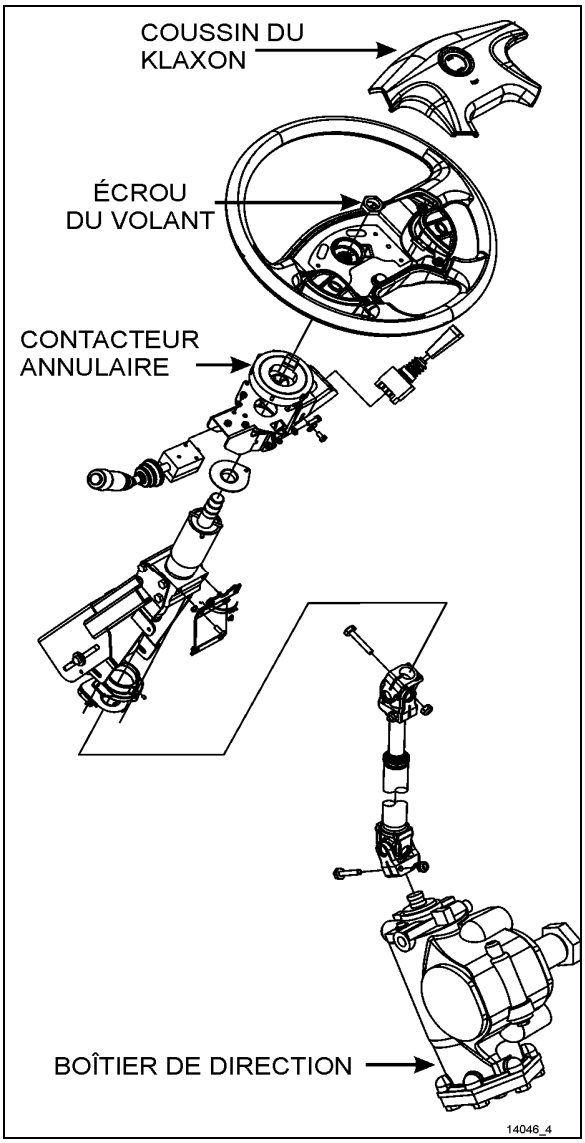
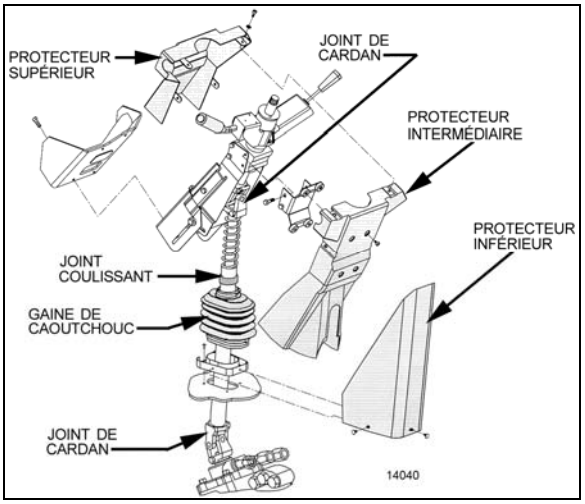

FIGURE 9 : COLONNE DE DIRECTION
FIGURE 10 : COUVERCLES DE COLONNE DE DIRECTION
Pour démonter la colonne de direction du véhicule, se reporter à Figure 9 & à la Figure 10. La colonne de direction ne possède pas de points de graissage. Le joint de cardan de la colonne de direction intérieur est aisément accessible à travers le compartiment de service avant. Le joint de cardan de colonne de direction supérieure et le joint coulissant de la colonne sont accessibles depuis la zone avant de conducteur. Pour accéder à ces joints, procéder comme suit :
1. Depuis la zone avant du conducteur, enlever les trois fixations de plastique du couvercle inférieur de colonne de direction. Enlever le couvercle inférieur (Figure 10).